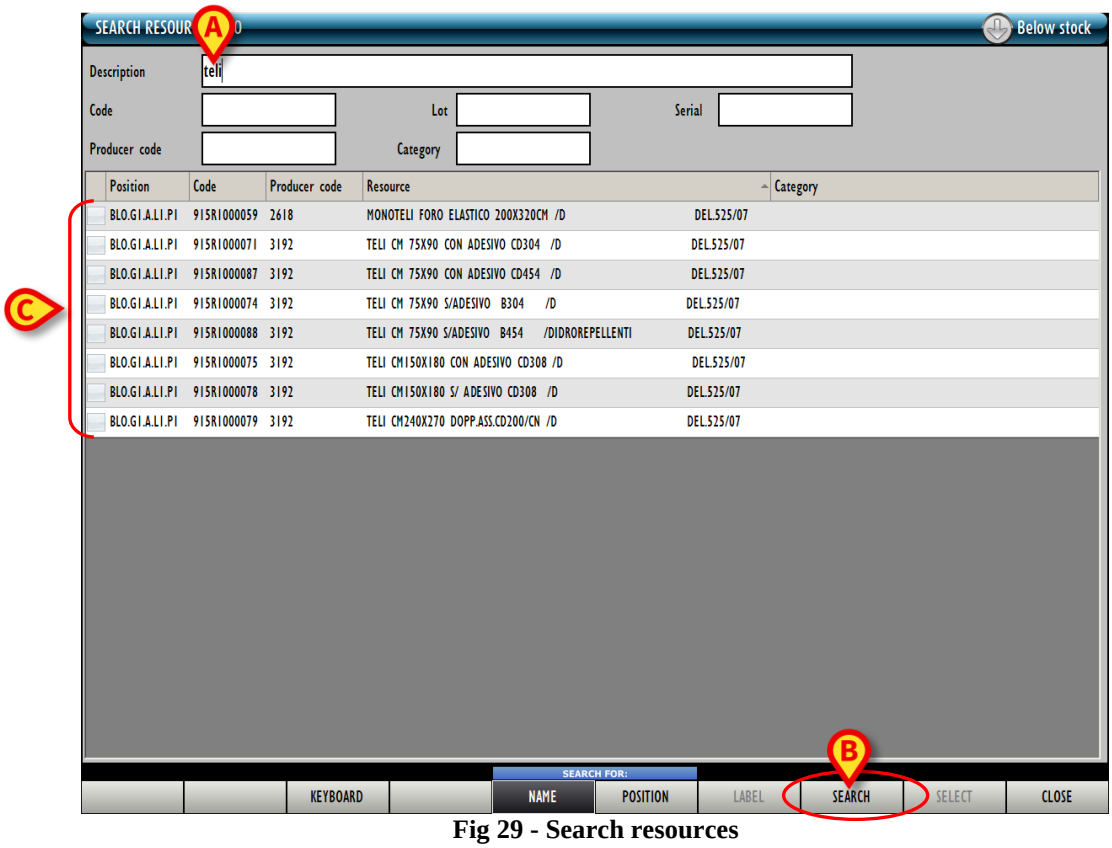

Fig 29 - Search resources
Use the **Search** button to access the system's search functionalities (described in paragraph 22). Click this button to open the screen shown in Fig 29.
The "Search" screen opens (Fig 29). This screen is described in paragraph 22.
- Insert the available information on the resource in the search fields (Fig 29 **A**).
- Click the **Search** button on the command bar (Fig 29 **B**).
The list of resources corresponding to the information specified is displayed on screen (Fig 29 **C**).